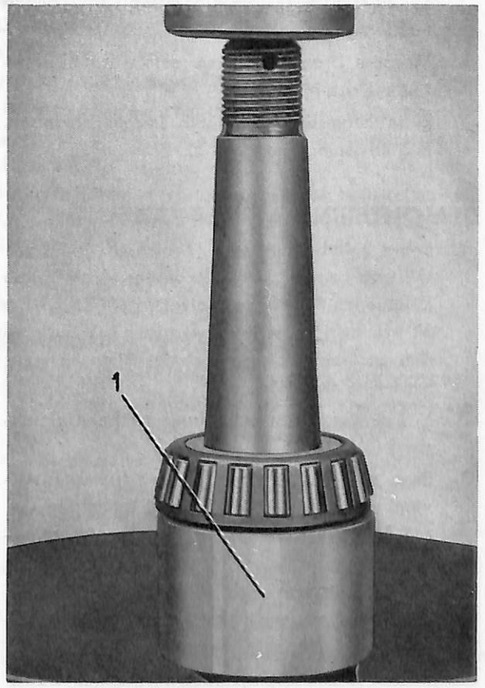

Bild 10. Demont. av drivaxellager.
3. Pressa av lagret, se bild 10. Använd SVO 1806